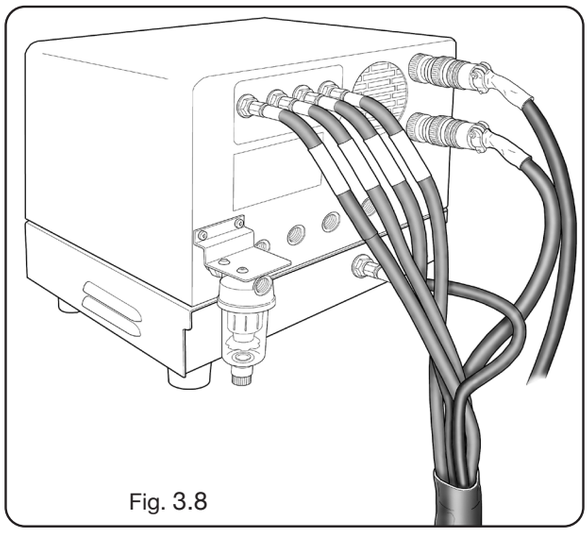

Fig. 3.8
• Connect the pipe bundle Item No 1166 tightening the pipes to the respective gas outlets and ensuring the markings match (plasma preflow - cutflow, secondary preflow - cutflow and auxiliary); tighten the electrical connector to output CN05 (see fig.3.8).
• Lastly, connect connection Item No 1189, tightening the electrical connector to output CN04 (see fig.3.8).